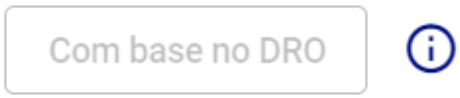

Figura 161: Com Base no DRO
* **Com Base no DRO (Figura 161):** Este método calcula o valor do orçamento utilizando os dados do Demonstrativo de Resultados Operacionais (DRO) do mês base de referência. O sistema projeta os valores com base no resultado do DRO e, adicionalmente, aplica o percentual de correção definido no momento do cálculo.